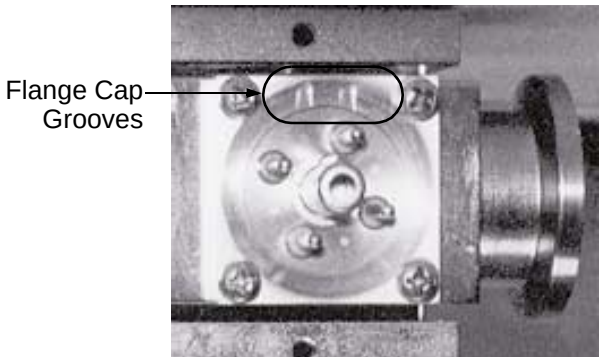

Figure 5-11 Flange Cap Grooves
4. Replace the Button TC flange cap so that the grooves (Figure 5-11) in the depression of the flange cap line up with the center post key.